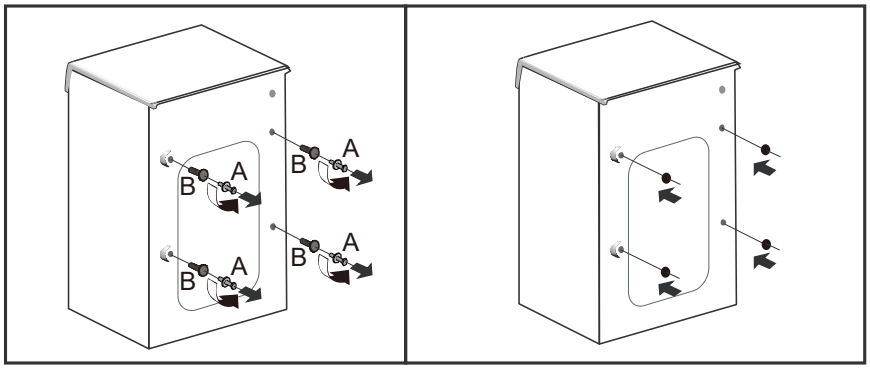

Рисунок 1 Рисунок 2
2. Удалите 4 транспортировочных болта, резиновые прокладки и пластиковые стержни (см. Рисунок 1). **Если транспортировочные болты не сняты, они могут вызвать сильную вибрацию, шум и неисправности.** Транспортировочные болты необходимо устанавливать каждый раз перед транспортировкой стиральной машины.